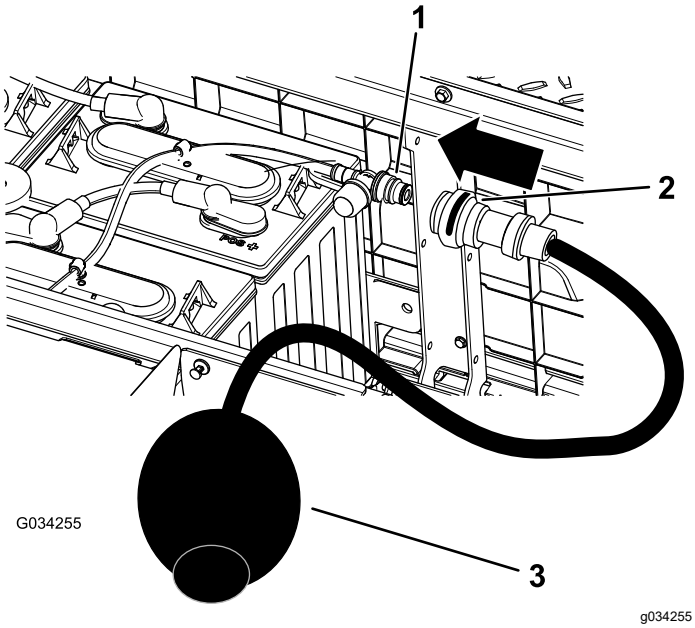

Figur 41
4. Anslut Toro-vattenhandpumpen till vattenpåfyllningsöppningen (Figur 41).